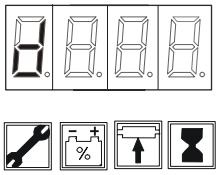

Fig. 19
- [S18] so lange gedrückt halten, bis "d" angezeigt wird. Danach [S18] wieder loslassen. Fig. 19